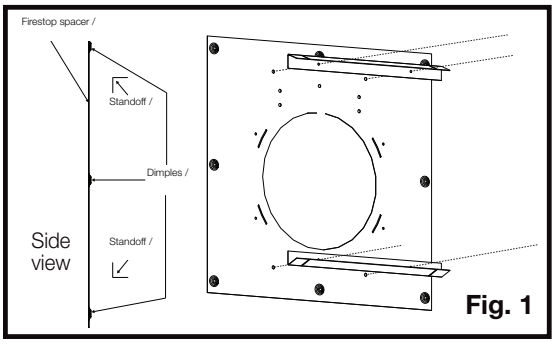

Fig. 1
1. Install standoffs onto the firestop spacer **(Fig. 1)**.